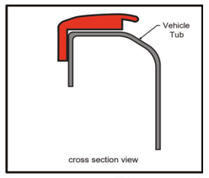

Figure g4
• Ensure the rear lengths (1000mm Long) of aluminium are positioned 5mm behind the rear of the sports bars and the notch is backward to rear. **Refer Figure G4**
• Using the drill templates, locate the templates along the bottom edge of alloy, mark the locations onto aluminium rail. **Refer Figure G4.**